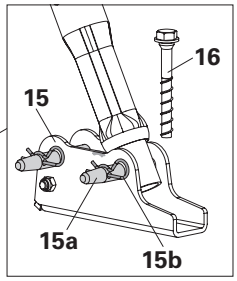

Fig. A5.01b
4. Fix the base plate (15) to the ground using tie bolts (16). Inclination angle of the push-pull prop in relation to the ground approx. 60°. (Fig. A5.01b)
5. Secure push-pull prop (13) on the tie plate (15) by means of bolts (15a) and cotter pins (15b). (Fig. A5.01b)